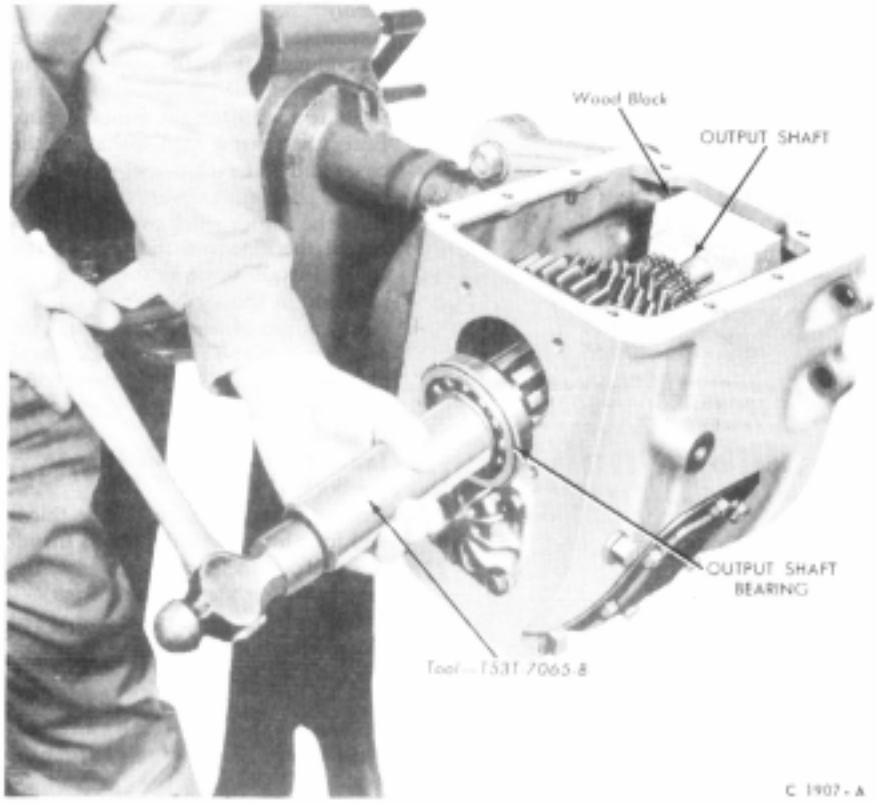

FIG. 11 Installing Output Shaft Rear Bearing
9. Place a wood block in the front of the case as shown in Fig. 11. Drive the bearing onto the rear of the output shaft while holding the front of the shaft against the block.